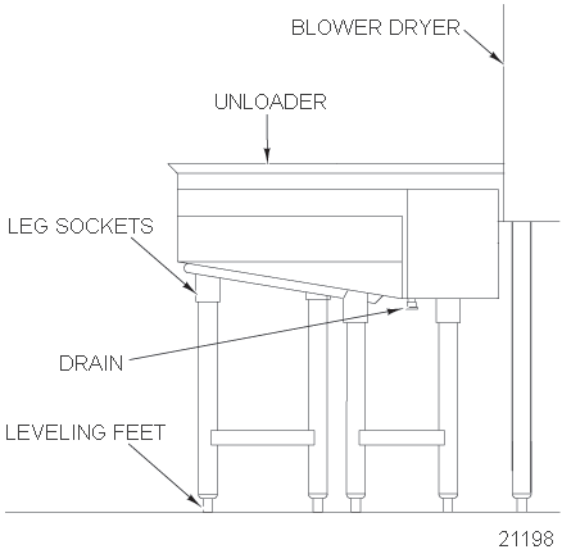

Fig. 6
- Loosen set screw in each leg socket underneath the unloader (Fig. 6).
The drain fitting (1 1/2" NPT internal threads) underneath the Unloader (Fig. 6) should be properly connected to a suitable drain.